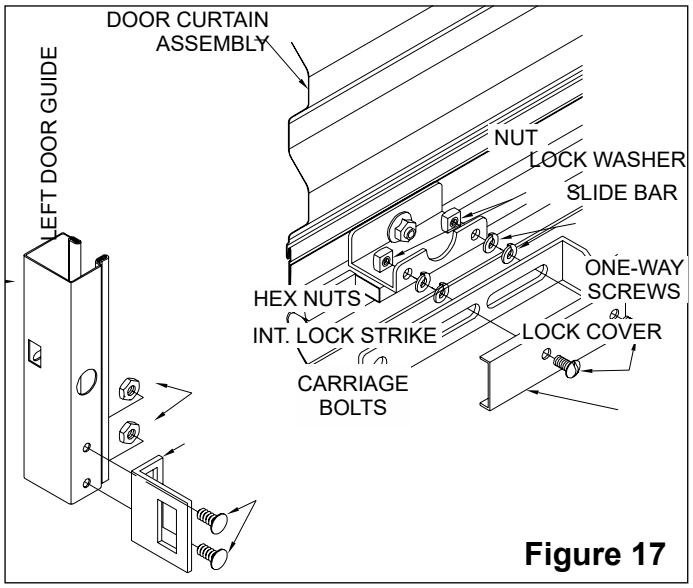

Figure 17
12.2 Assemble components as shown in Figure 17, noting that two (2) high collar lock washers are placed over each 1/4” one-way screw to allow the lock bar to slide freely.